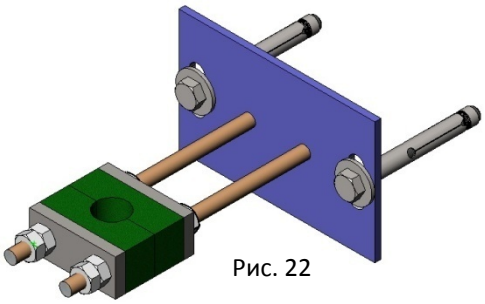

Рис. 22
- Рекомендуется устанавливать опорные направляющие для штока (Рис. 22) через каждые 1,5 метра .